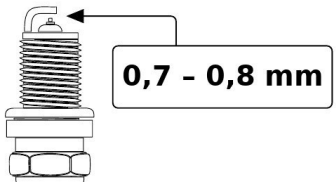

FIG. 7 — Folga dos elétrodos da vela
4) Verifique se a folga entre elétrodos é de 0,7 a 0,8 mm (FIG. 7). Se necessário, ajuste-a dobrando com cuidado o elétrodo de massa. Substitua a vela, se for o caso, por uma NGK BPR7ES ou equivalente.